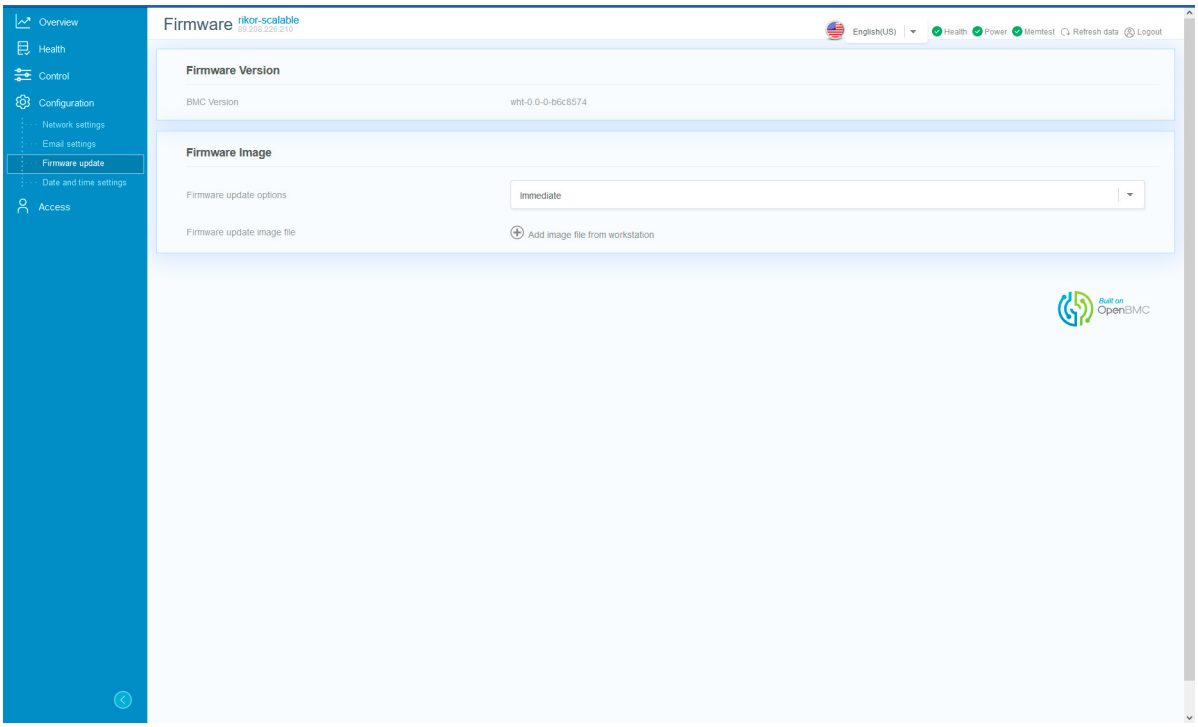

Рис. 81. Меню Firmware update
2) Пройдите во вкладку «Configuration» → «Firmware update». Окно показано на рис. 81 Меню Firmware update